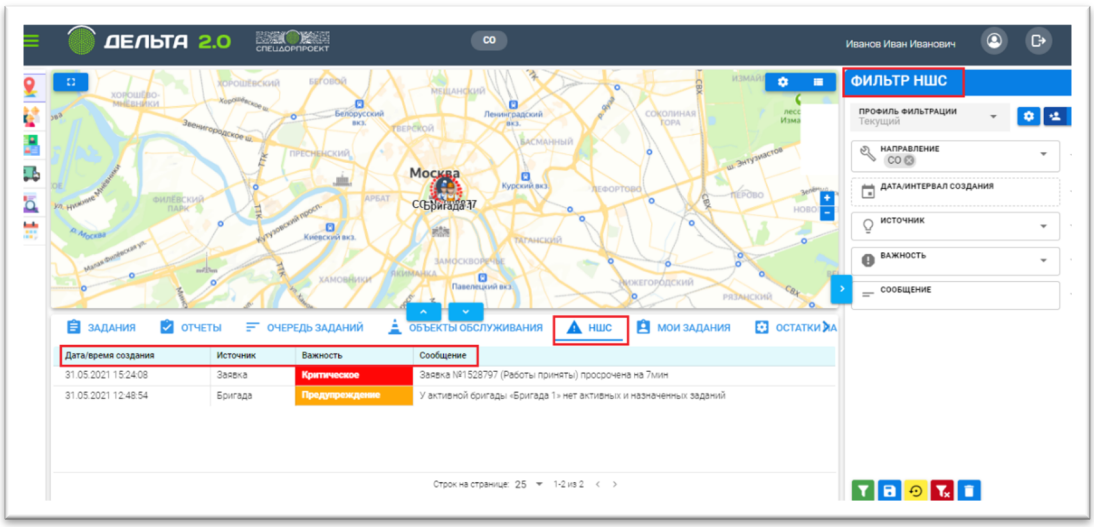

Рисунок 70 - Вкладка «Диспетчерская», вкладка «НШС», доступные опции
- Вкладка «НШС» (нештатная ситуация). В данной форме доступны следующие опции: информация в табличной форме о дате и времени создания НШС, источнике, важности и дополнительных сообщениях. Фильтр НШС используется для оптимизации поиска и фильтрации НШС в системе по заданным параметрам (Рис. 70);